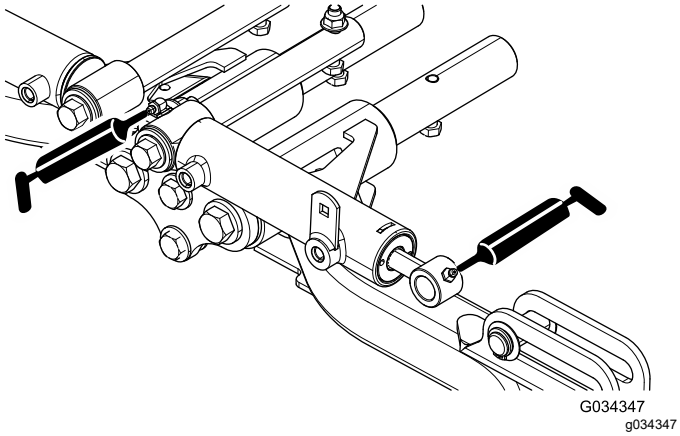

Figur 55
- Främre lyftarmstappar och lyftcylindrar (3 av varje), se Figur 55.